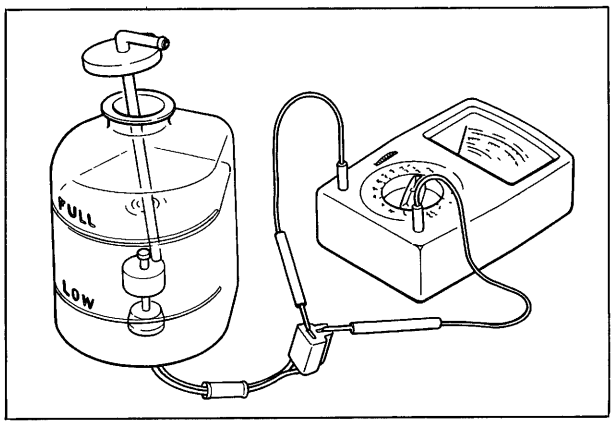

Fig. 3–14 Checking coolant level sensor
2. Connect the circuit tester to the coupler and check the continuity by moving the float up and down as shown in Fig. 3–14.